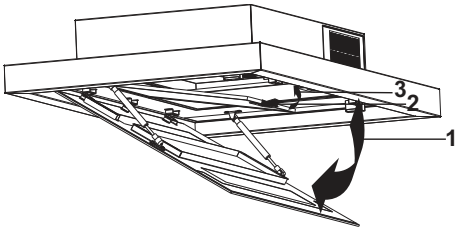

Abb. 17
11. Setzen Sie den Metallfettfilter in das Gerät ein und öffnen Sie den Filterverschluss (Abb. 17/1)
12. Montieren Sie den Metallfettfilter (Abb. 17/2)
13. Schließen Sie das seitliche Ansaugfenster (Abb. 17/3).